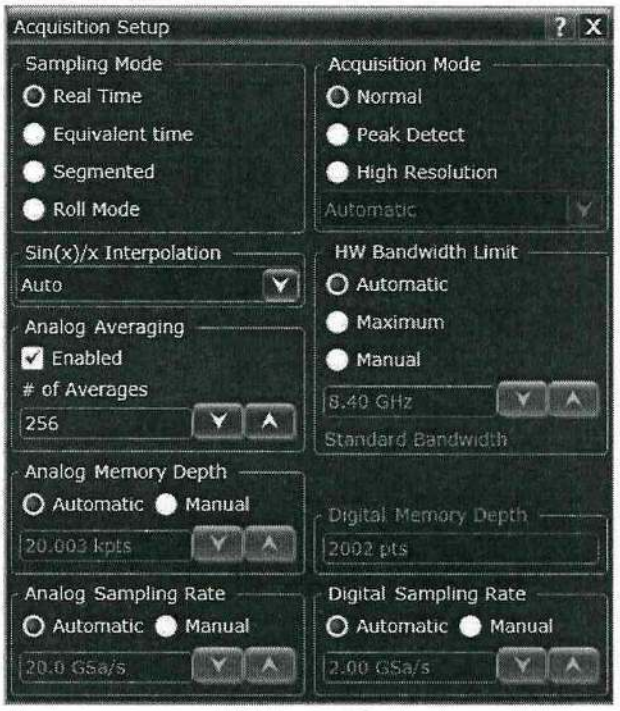

Рисунок 2
8.4.1.5 Настроить осциллограф для измерения напряжения следующим образом (рисунок 2): нажать клавиши **Setup > Acquisition....** и установить значение Averages равным 256.